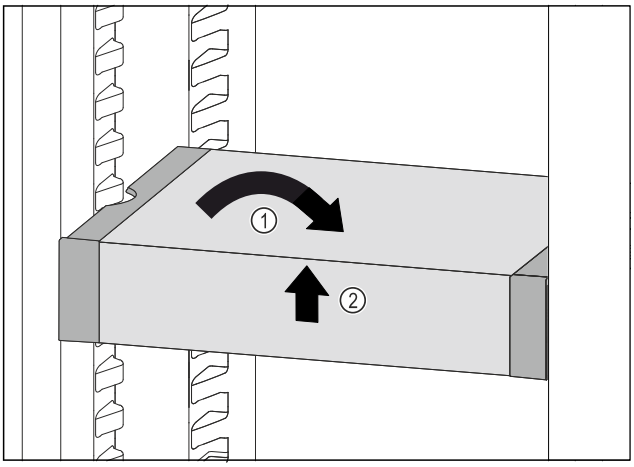

Fig. 191
▶ Remettre le VarioSafe droit. *Fig. 191 (1)*
▶ Soulever la partie avant du VarioSafe. *Fig. 191 (2)*